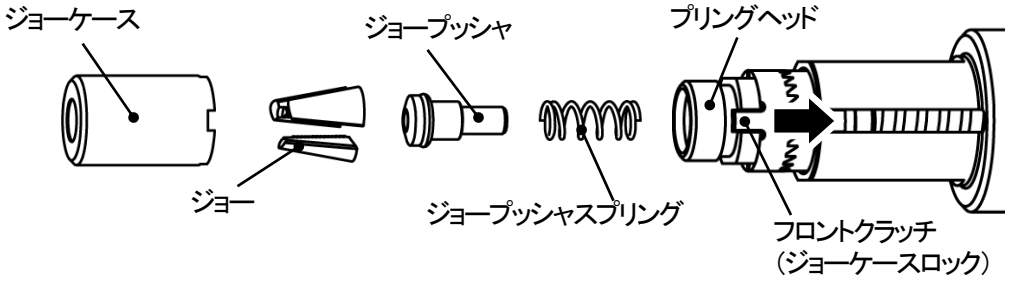

図 7-2
③フロントクラッチ(ジョーケースロック)を指で押し込み、凹凸を外し、ジョーケースを左に回してプリングヘッドから取り外します。この時、外れてくる部品を(図 7-2)に示します。